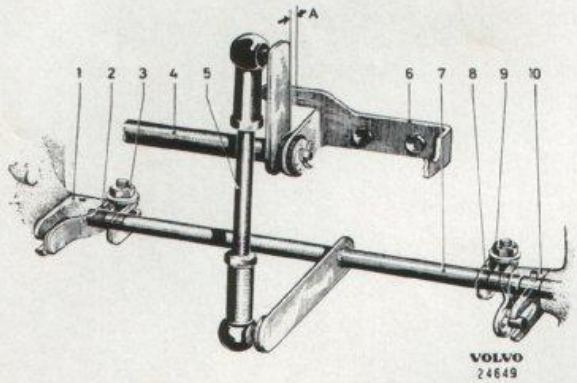
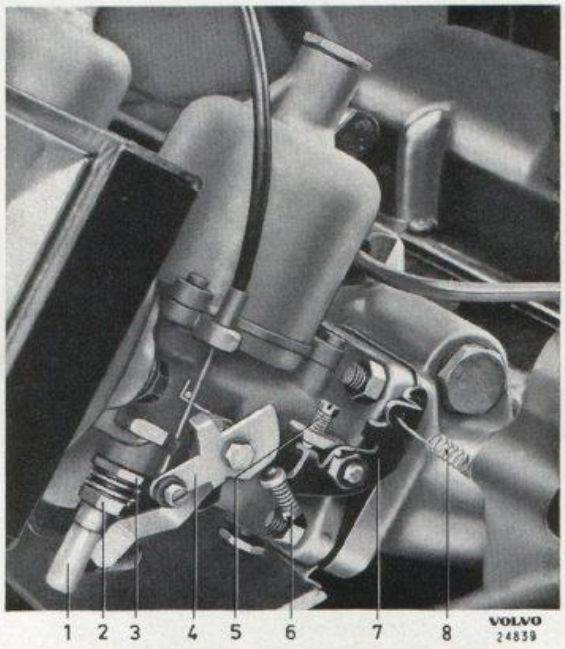

Bild 1-78. Mellanaxel och hävarmar
Bild 1-79. Reglagens inställning
2. För in mellanaxeln i sitt läge mellan förgasarna, se bild 1-78. Se till att skärmplåten är felfri och tätningsytorna rena.
1. Lägg ett bladmått 0,5 mm tjockt vid "A" bild 1-78 mellan hävarmen och dess anslag. Skruva ut tomgångsskruvarna (5, bild 1-79) så att spjällen stänges helt.
2. Lossa skruvarna (3 och 9 bild 1-78) och tryck hävarmarna (2, 8) på mellanaxeln försiktigt nedåt så att medbringarpinnarna nätt och jämnt får kontakt med undre tanden på spjällaxlarnas hävarmar (1, 10).
1. Grovjustera munstyckets höjdläge genom att först skruva upp justermuttern (2, bild 1-79) till sitt övre läge och därpå skruva ned den 1 helt varv.
2. Vrid tomgångsskruvarna (5) så att de nätt och jämnt berör spjällhävarmarna under det spjällen är stängda. Skruva därefter ned dem 1 varv.
4. Starta motorn. Ställ in varvtalet på 600—800 varv/min. med tomgångsskruvarna (5). Vrid skruvarna så att insugningsljudet blir lika starkt för båda förgasarna. Varmkör motorn.
5. Ställ in munstyckets höjdläge (och därmed förhållandet bränsle/luft) noggrant, genom att vrida justermuttern (2). Det bästa läget har uppnåtts då högsta varvtal utan ändring av tomgångsskruven erhållits. Vid inställningen skruvas justermuttern först sakta nedåt (fetare blandning) tills gången börjar bli ojämn, därefter något uppåt (magrare blandning) så att lugn och jämn gång erhålles. Justera förgasarna en åt gången.
2. Lyft hävarmen (4, bild 1-79) så mycket att munstycket nätt och jämnt börjar påverkas. Sträck och lås fast dragtråden i detta läge. Både främre och bakre förgasaren ställes lika.
3. Skruva in snabbtomgångsskruven (6) så att den nätt och jämnt berör den kamformade delen av hävarmen (4), därpå ytterligare ung. 1/2 varv. Ställ in den andra förgasarens snabbtomgångsskruv likadant. Skjut in chokereglaget.